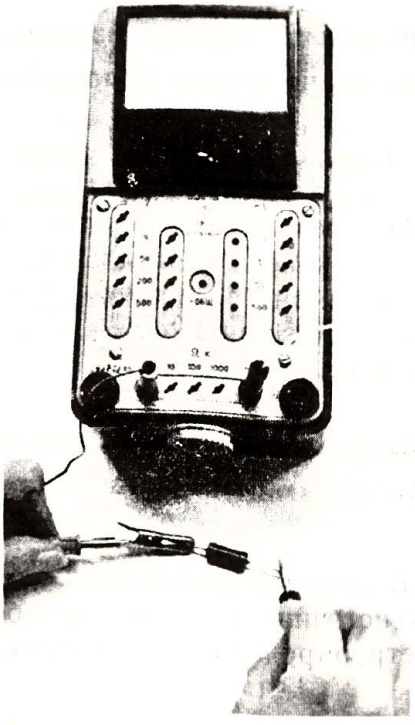

Рис. 3
Используйте авометр как омметр для измерения сопротивления проводников (рис. 3).
7. Включите щупы в нужные гнезда: один – в «Общ», другой – в гнездо выбранного множителя. Вторые концы присоедините к резистору (рис. 3) и определите его сопротивление: оно равно показанию стрелки на шкале, умноженному на множитель используемого гнезда.